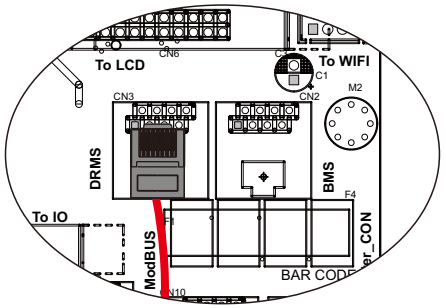

Figura 4.9-4 Interfaz Rj45
Paso 4. Conecte el terminal RJ45 en la posición correcta del inversor. Consulte la Figura 4.9-4